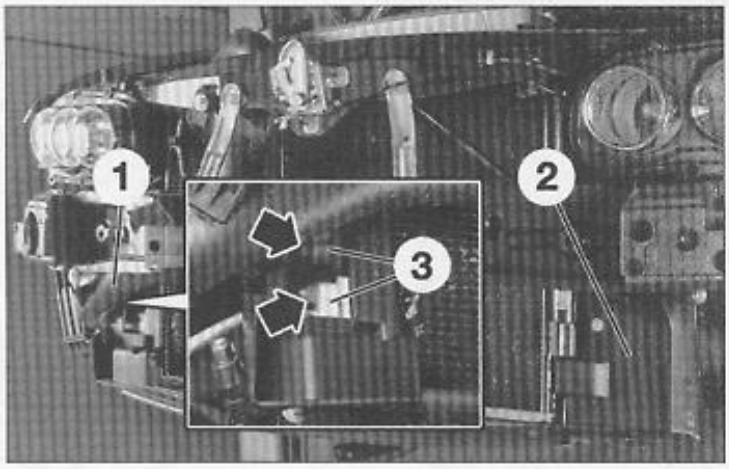

FIG. 25
- Déposer la durit d'admission d'air (1) **(Fig.25)**.
- Déposer le guide d'air (2).
- Débrancher les canalisations (3) du condenseur.